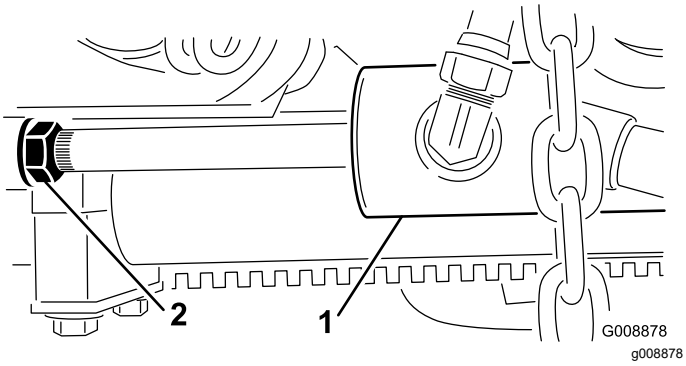

Rysunek 27
B. Poluzuj nakrętkę kontrującą na przednim siłowniku (Rysunek 27).